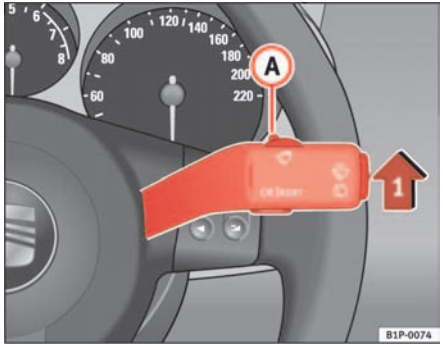

Fig. 87 Windscreen wiper lever
– Move the windscreen wiper lever into position (1) ⇒ fig. 87.
– Move the control (A) to the left or right to set the sensitivity of the rain sensor. Switch to the right - high sensitivity. Switch to the right - low sensitivity